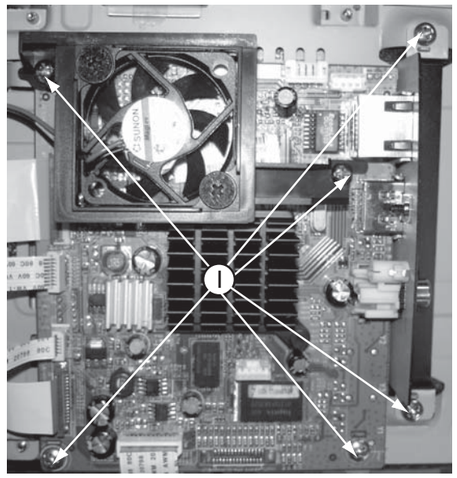

Figure 9
2) Loosen 6 screws “I” to remove BD board as shown if figure 9.